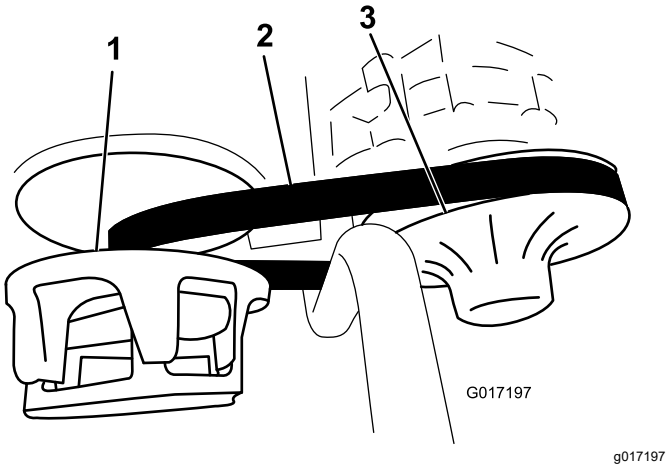

Figur 58
3. Roter og kontroller remmen for kraftig slitasje eller skade (Figur 58).
3. Vri og før remmen over den sekundære clutchen (Figur 58).
4. Ta remmen av den primære clutchen (Figur 58).
5. Tilpass den nye remmen over den primære clutchen (Figur 58).
6. Vri og før remmen over den sekundære clutchen (Figur 58).